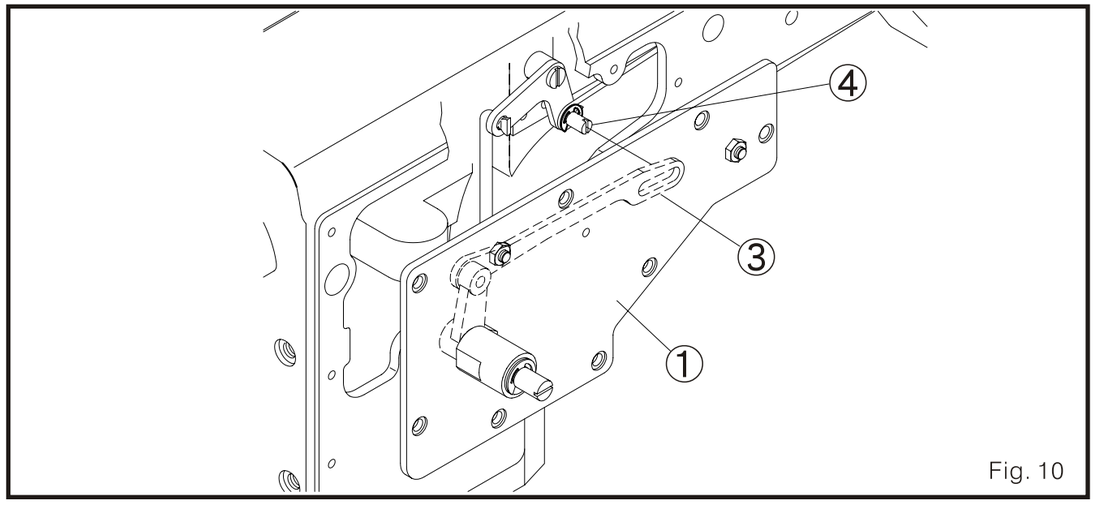

Fig. 10
c. Ensamble la tapa de la placa sobre la maquina. En este momento, alimente el largo hueco con forma ovalada con la barra conector con el tornillo 4 para ensamblar la placa. (Fig. 10)